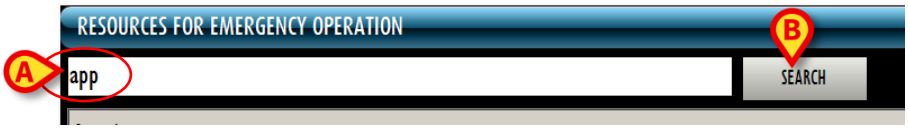

Fig 272
- Type the operation name (or part of it) in the field indicated in Fig 272 **A**.
- Click the **Search** button (Fig 272 **B**).